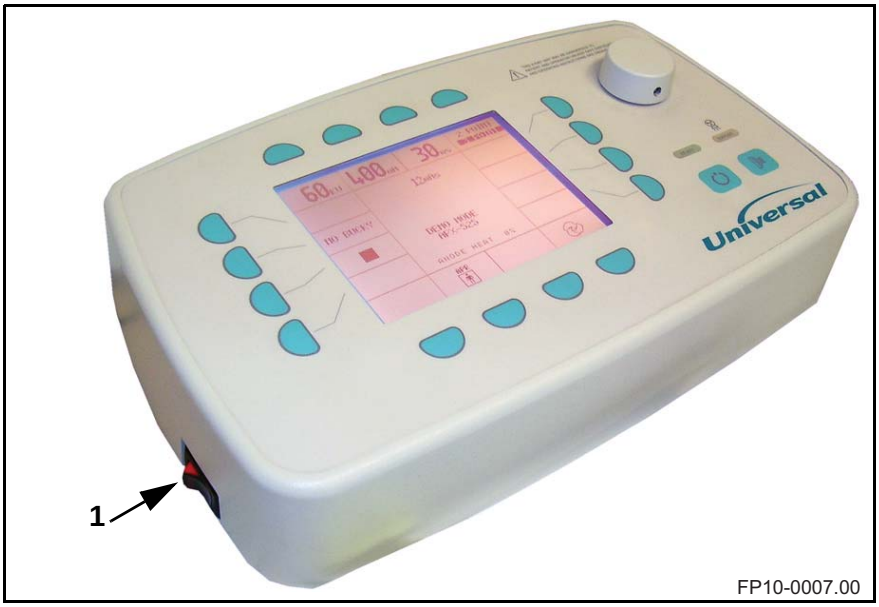

Figure 3-3. Control Console Power Switch
2. Turn the power switch (1 in Figure 3-3) of the Anthem control to ON.